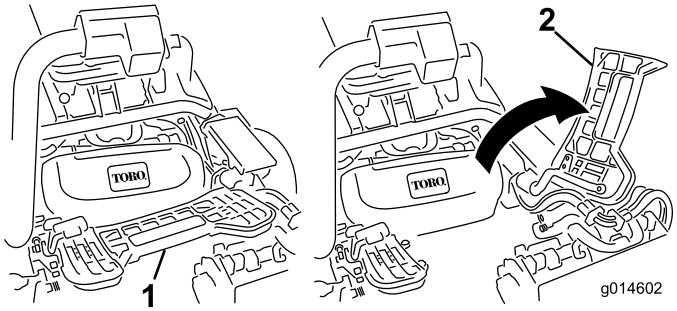

Figur 34
2. Løft opp fothvileren og drei den åpen, slik at man kan komme til midtstillingen til klippeenheten (Figur 34).